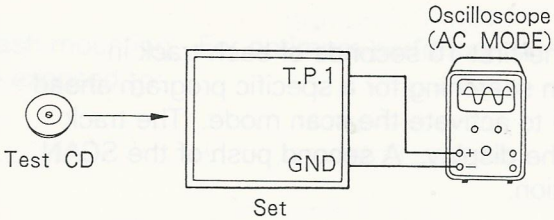

Figure 2
| 2 | Tracking Offset Adjustment | TCD721 Track No. 6 (A-BEX) | Figure 2 | T.P.1 | VR202 | ① Set the mode to playback with the test disc loaded.② Using the oscilloscope, measure the T.P.1 signal.③ Adjust VR202 in order to minimize the waveform induced by the reaction to the omission of the T.P.1 signal.④ Conduct the tracking balance adjustment once again.